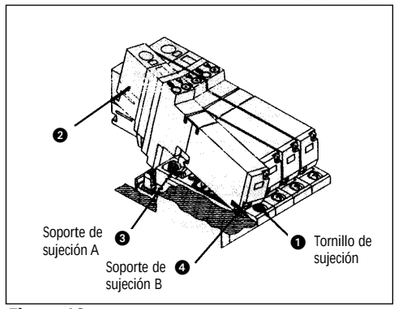

Figura 19
Desmontaje de la electroválvula (Figura 19)
Suelte el tornillo de sujeción de la válvula ❶ (Figura 19). Haga presión en el tornillo de sujeción ❶ (Figura 19) y levante el lado de la bobina ❷ (Figura 19) del cuerpo de la válvula. Desmonte la válvula del colector.
Sustitución de la válvula (Figura 19)
Presione el tornillo de sujeción ❶ (Figura 19). Se abre el soporte de sujeción 3 (Figura 19). Inserte diagonalmente el gancho del lado de la placa final de la válvula en el soporte de sujeción B 4 (Figura 19).
Presione el cuerpo de la válvula. Al liberar el tornillo de sujeción ❶ (Figura 19) queda asegurada de la válvula. Apriete el tornillo de sujeción aplicando los siguientes pares de fuerza: